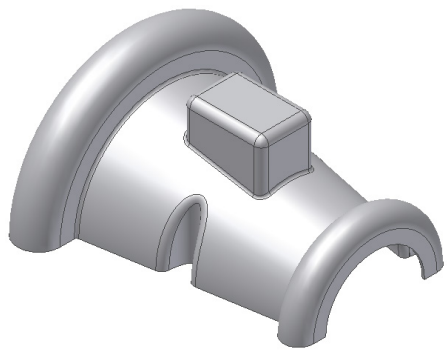
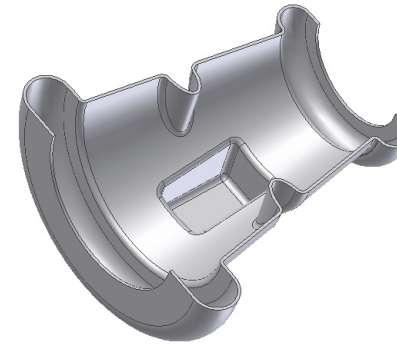

Figure 18-67 *Final hybrid model*
Figure 18-68 *Rotated view of the hybrid model*
3. Choose **OK** to exit the dialog box. Now, turn off the visibility of the stitched surface using the **Browser Bar**. The final model for Tutorial 5 is shown in Figure 18-67. Figure 18-68 shows the rotated view of the same model.